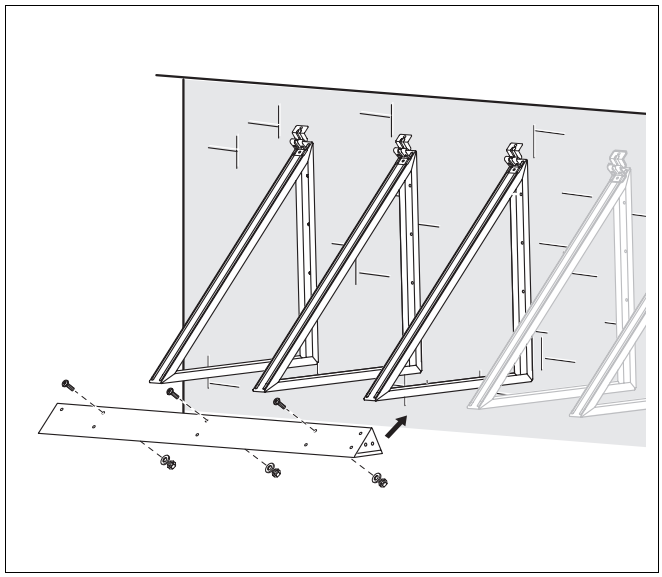

Afb. 48 Verbindingsplaat monteren
- Monteer telkens de betroffen verbindingsplaat voor een collector (afb. 48) met de bijgeleverde schroeven met bolle kop en moeren.